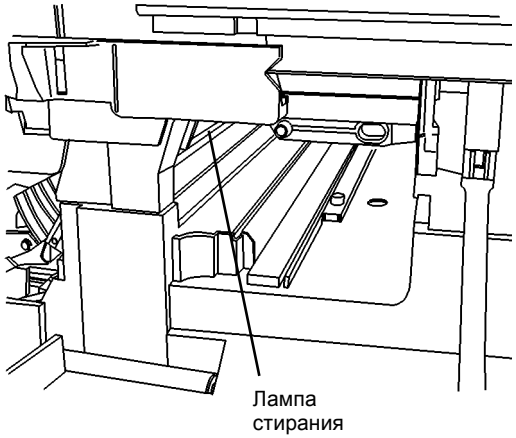

Рисунок 8 Лампа стирания
- Рукой активируйте блокировочный выключатель передней крышки и наблюдайте красное свечение, исходящее от лампы стирания. Лампа, представляющая собой полосу светодиодов, находится в верхней части полости для копи-картриджа (Рисунок 8).